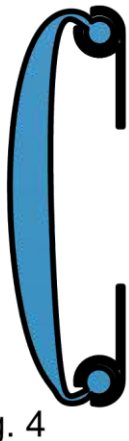

fig. 4
- Fit the rails with their openings facing away from each other (fig. 4).